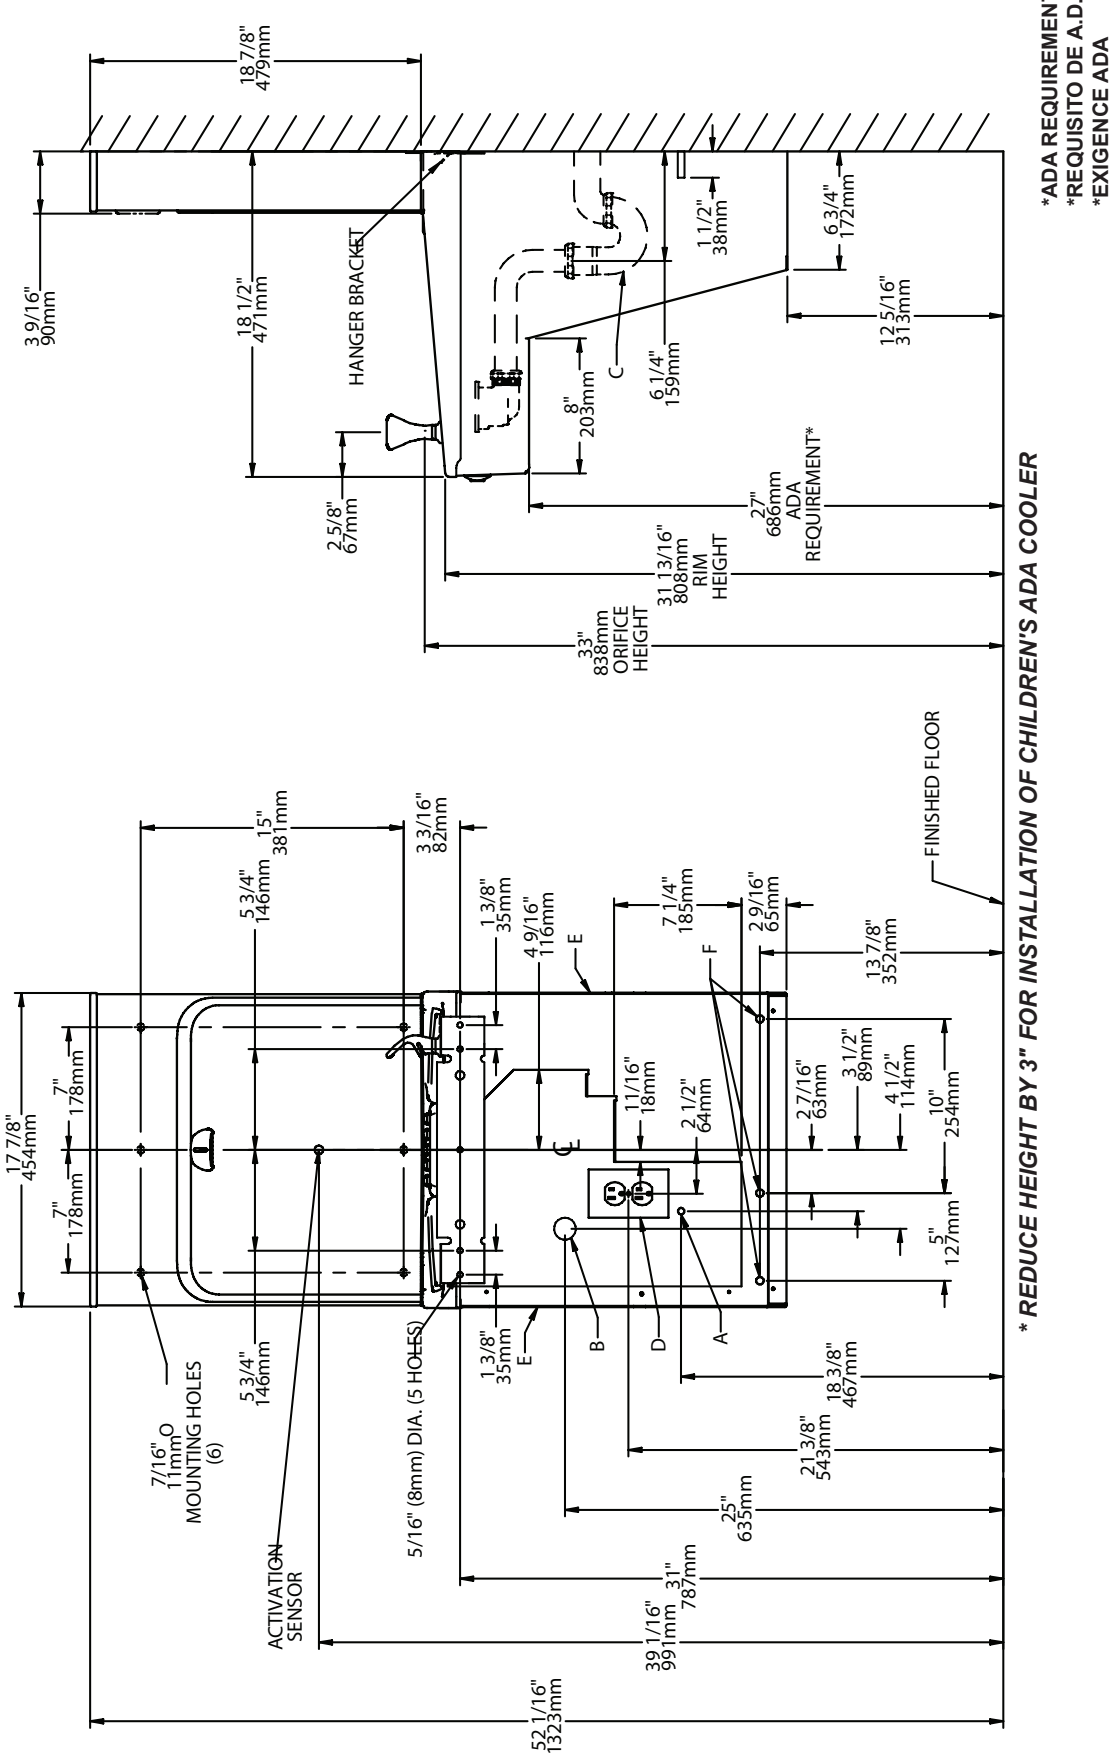

Fig. 2
1) Remove hanger bracket fastened to back of cooler by removing one (1) screw.
2) Mount the hanger bracket and trap as shown in Figure 2.
1) Quite el fijador de suspensión sujetados a la parte posterior del enfriador quitando un (1) tornillo.
2) Monte el fijador de suspensión y quite el purgador como se muestra en la Fig. 2.
1) Retirez le support de suspension à l'arrière du refroidisseur en enlevant une (1) vis.
2) Installez le support et le siphon tel qu'indiqué à la fig. 2.